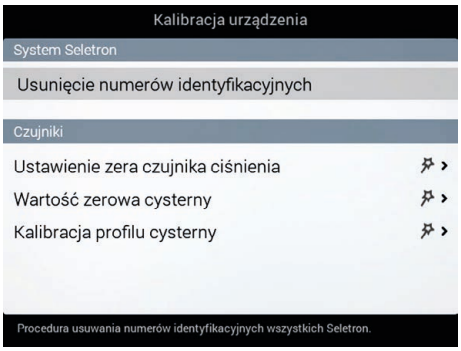

Rys. 138
- Wybrać pozycję **Usunięcie numerów identyfikacyjnych** (Rys. 138) i nacisnąć OK.